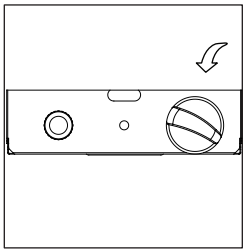

Figure 5
8. Push in and turn the control knob to the “HIGH”, then release control knob. If you want a lower temperature, push in the control knob and turn counterclockwise to the “LOW” (*Figure 5)*.